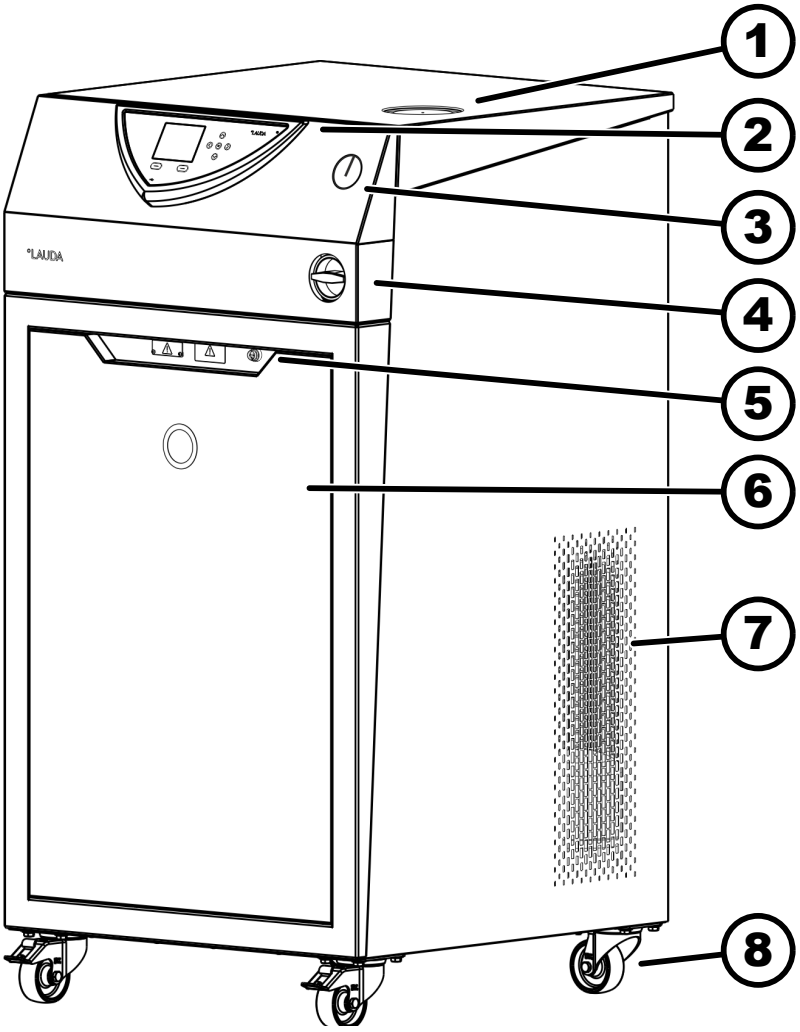

Fig. 5: Façade du VC 10000 W
7. Figure 5 : Incliner légèrement l'appareil avec précaution sur le côté ⑧. Retirer la mousse ⑨ sur laquelle reposait l'appareil. Procéder de la même manière de l'autre côté.
8. Figure 5 : Utiliser maintenant le couvercle en bois comme rampe. Le côté oblique de la rampe ne doit pas être tourné vers l'appareil et doit être orienté vers le sol. Les rails de guidage sont visibles. Placer la rampe ⑩ dans l'encoche de la palette. Desserrer les freins des roulettes de l'appareil.